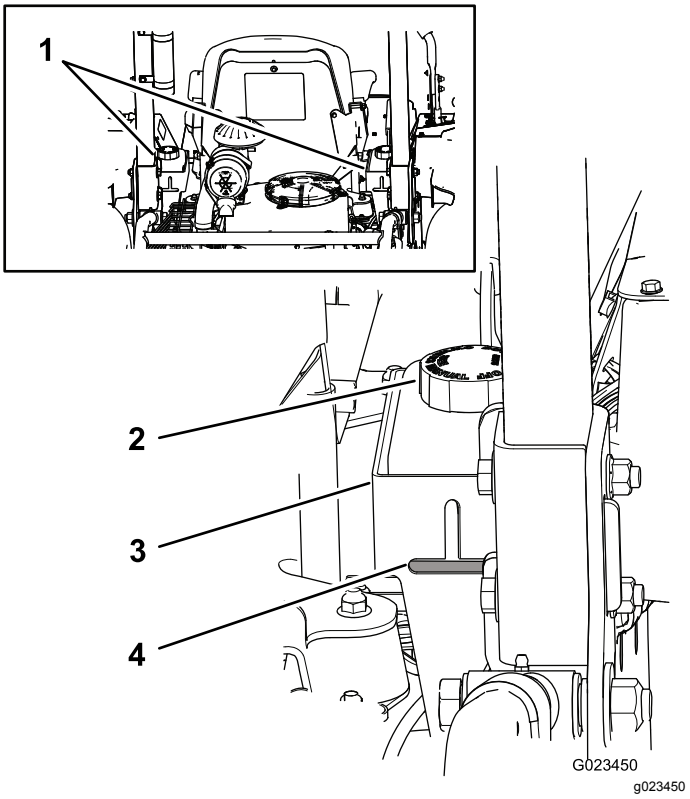

**Рисунок 17**
Баки машины заполняются на заводе высококачественной гидравлической жидкостью. Уровень гидравлической жидкости следует проверять, когда жидкость холодная. Машина должна находиться в положении транспортировки. Если уровень рабочей жидкости находится ниже верха горизонтальной части выреза смотрового стекла на задней поверхности гидравлических баков (Рисунок 17), долейте жидкость, чтобы довести ее уровень до приемлемого значения. **Не переполняйте баки.** Если уровень жидкости находится на верхней отметке горизонтальной части смотрового стекла, добавлять жидкость не требуется. Рекомендуемая жидкость для замены:
**Примечание:** Уровень жидкости должен располагаться у низа каждого из отверстий, как показано на Рисунок 17.
A. Очистите область вокруг крышек гидравлических баков, чтобы предотвратить попадание мусора в систему (Рисунок 17).